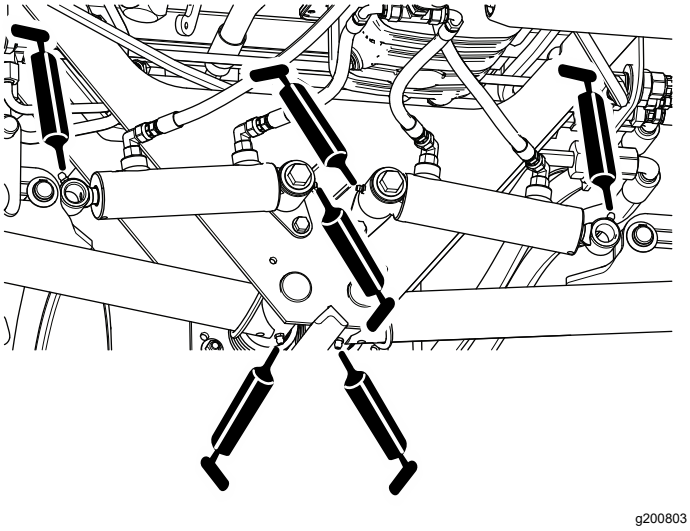

Figur 56
- Bageste løftearms drejetapper og løftecylindere (3 på hver side). Se Figur 56.